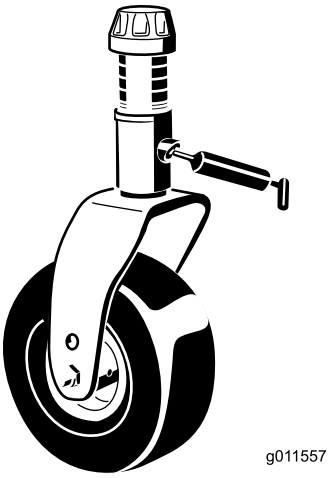

Figuur 40
- Lagerbussen van as van zwenkwielvork (2) (Figuur 40)